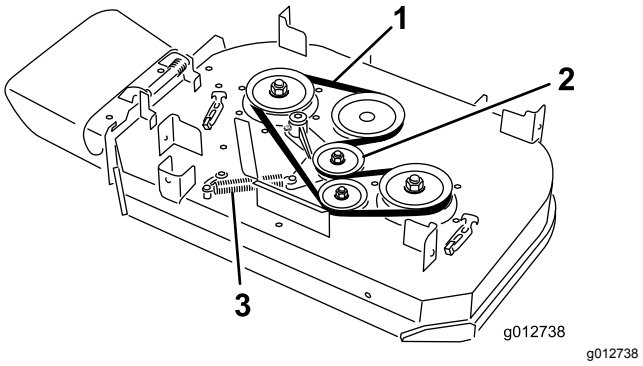

Figur 64
4. Fjern fjæren fra ankeret på lederullarmen (Figur 64).
5. Fjern den slitte klipperremmen (Figur 64).
6. Monter den nye klipperremmen rundt clutchremskiven, klippeenhetens remskiver og lederullen (Figur 64).
7. Monter fjæren på ankeret på lederullarmen (Figur 64).